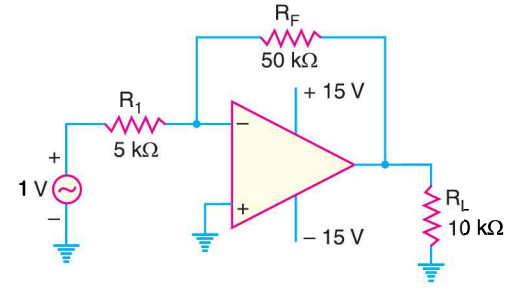

Fig. 25.101
7. For the circuit shown in Fig. 25.101, find (*i*) closed-loop voltage gain (*ii*) the instantaneous voltage across R_F when the signal voltage is + 1*V* (*iii*) the instantaneous voltage on the –terminal when the signal voltage is + 1*V*. **[(*i*) 10 (*ii*) 10 *V* (*iii*) 0 *V*]**